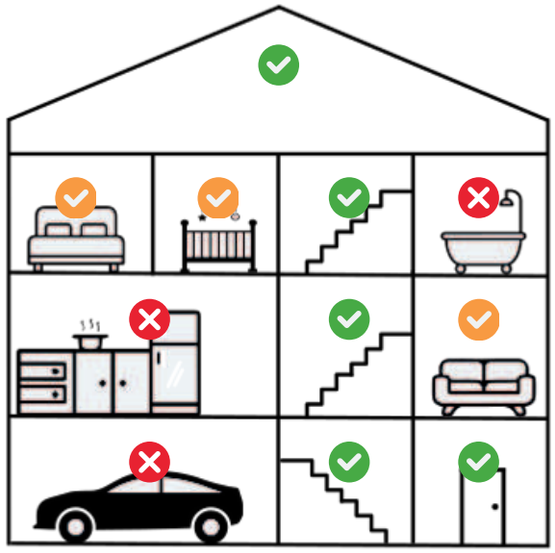

Figuur 3: Aanbevolen montagelocaties
- Controleer figuur 3, 4 en 5 voor de juiste montagelocaties. De meeste EU-landen vereisen rookmelders op alle verdiepingen en vluchtroutes.